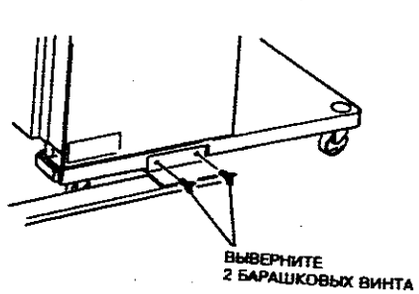

**Рисунок 2. Механическое разъединение сортера-финишера и процессора**
3. (Рисунок 2) Механически разъедините сортер-финишер и процессор.
*ПРИМЕЧАНИЕ: (Рисунок 2) Барашки могут быть разной конструкции.*